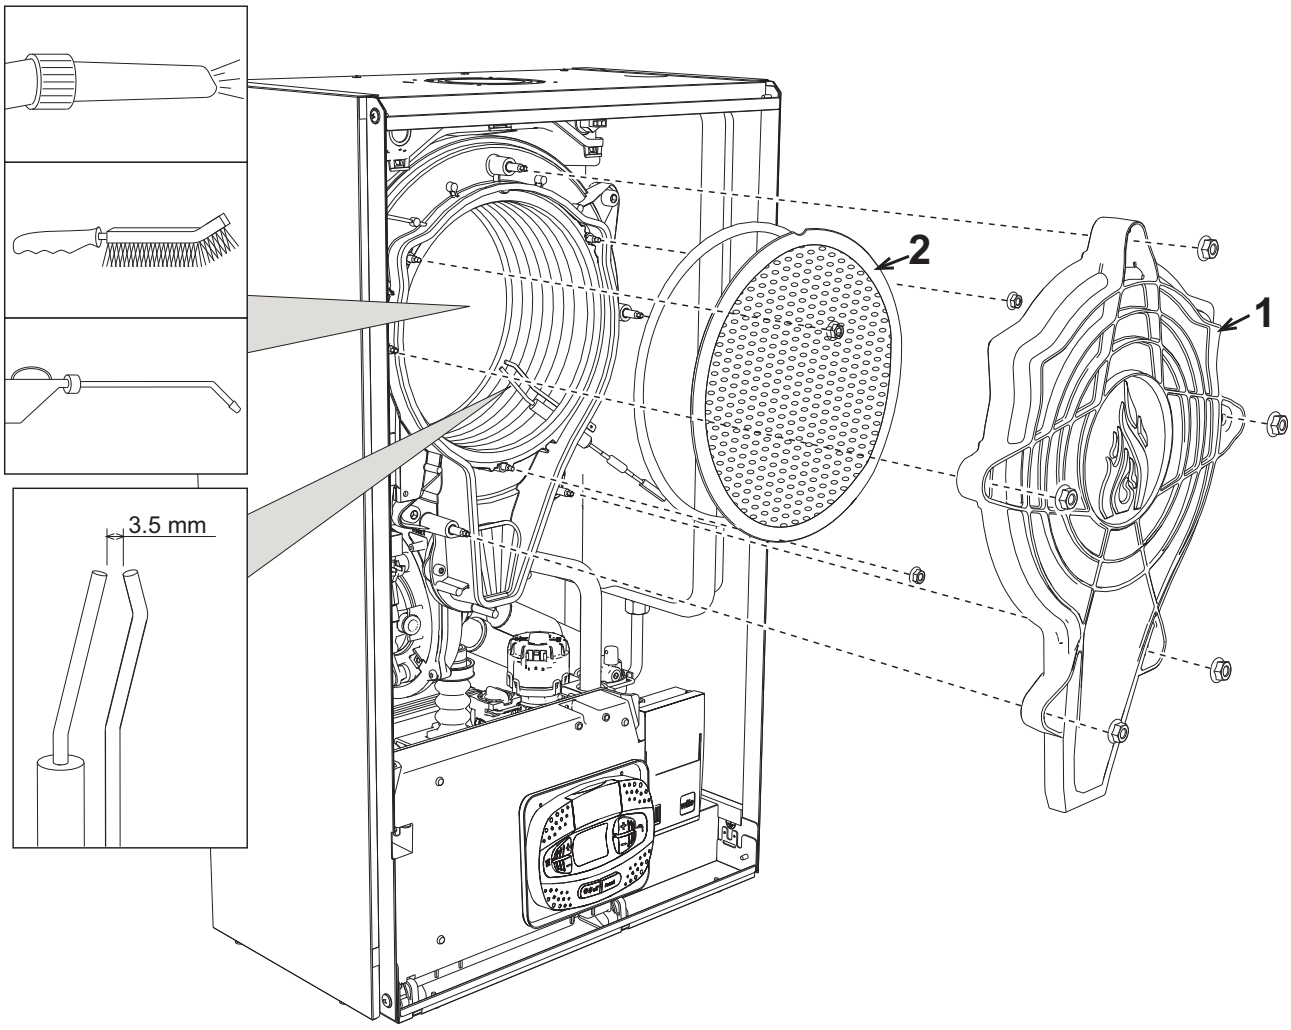

рис. 41
- Очистите внутреннюю часть теплообменника с помощью принадлежностей, указанных на рис. 41.
- Снимите крышку теплообменника и горелку (см. рис. 41).
- Снимите крышку теплообменника и снимите горелку (см. рис. 41).
- Очистите электрод (см. рис. 41).
- После закрепления тщательно проверьте расстояние между электродами (см. рис. 41).
- Установите на место и закрепите горелку (см. рис. 41).
- Установите на место и закрепите крышку горелки (см. рис. 41).